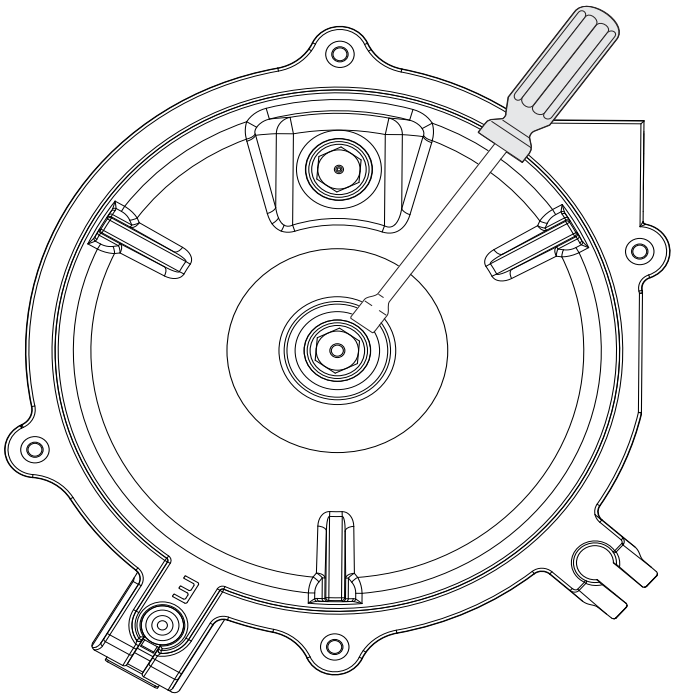

Figura 9
b. Retire los orificios de gas natural instalados de fábrica de los soportes de los orificios con un destornillador de tuercas de 7 mm (consulte la Figura 9). Guarde los orificios de gas natural retirados del electrodoméstico para posibles conversiones futuras de regreso a gas natural.